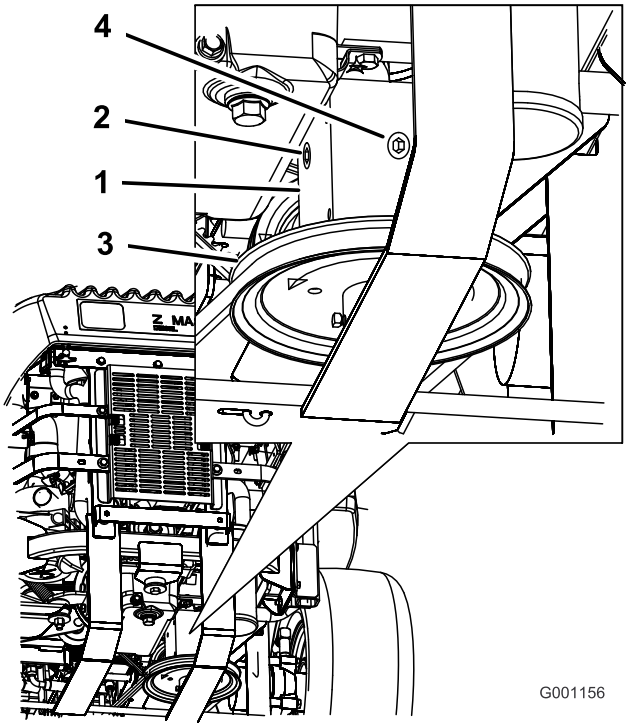

**Figur 63**
4. Ta bort pluggen på växellådans sida eller baksida (Figur 63).